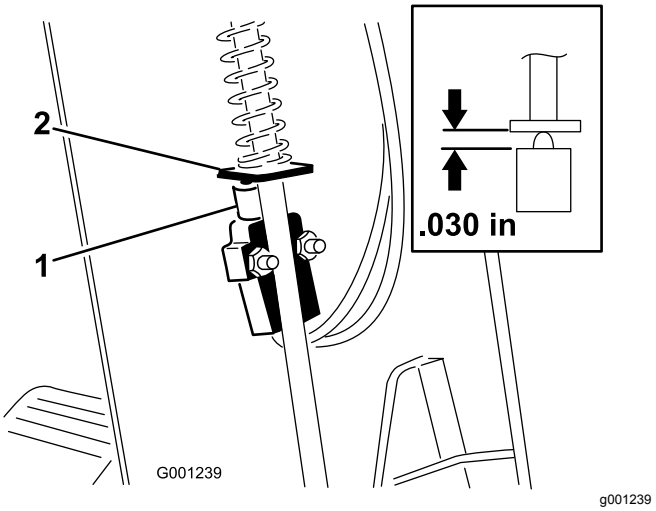

Figuur 71
3. Schuif de kap omhoog langs de stuurkolom zodat de schakelaar van de parkeerrem zichtbaar wordt (Figuur 71).
5. Houd de peddel van de parkeerremstang recht voor de plunjer van de schakelaar Figuur 71). .
6. Duw de parkeerremstang omlaag en zet de schakelaar omhoog totdat de lengte van de samengedrukte plunjer van de schakelaar 0,7 mm is; zie Figuur 71.